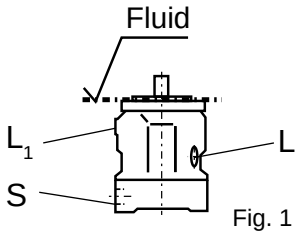

Fig. 1
a) If the minimum fluid level is equal to or above the pump mounting surface leave ports “L”, "$L_1$" and “S” open (see Fig.1).